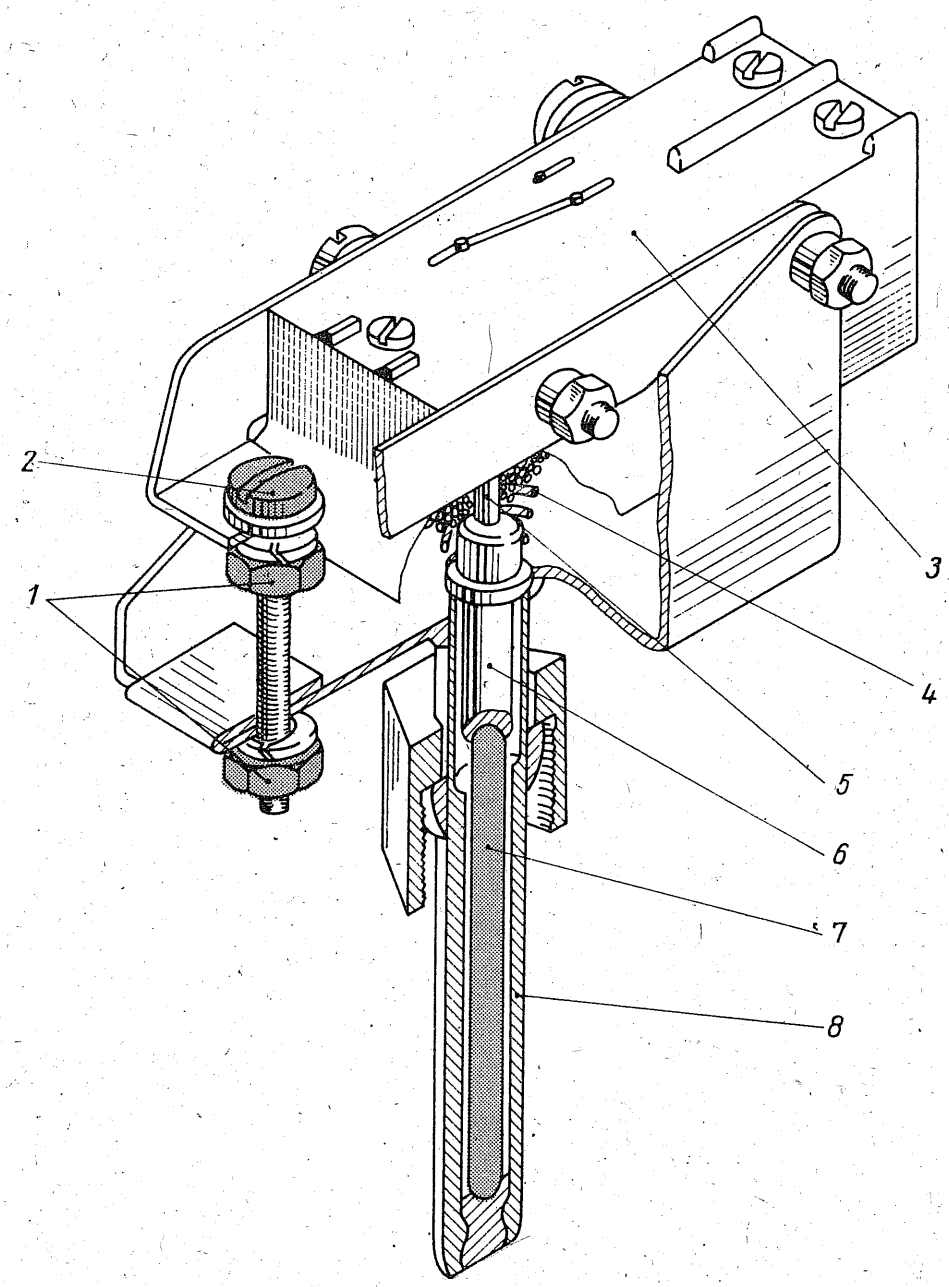

Bild 33
Das für die Funktion der Heizanlage des Saporoshez hauptsächlich verantwortliche Aggregat ist der Temperaturumschalter (Bild 33). Von ihm wird die Anlage je nach vorhandener Temperatur in der Brennkammer an- oder abgeschaltet. Ist hieran etwas nicht in Ordnung, kommt es naturgemäß zu Störungen. Und warum? Der Abschaltvorgang wird durch den Quarzstift (7) eingeleitet. Bei funktionssicherer Anlage dehnt sich dessen Hülse auf Grund der Hitzeentwicklung in der Brennkammer aus und schaltet die Heizung ein. Der Glüh- oder Anheizvorgang ist in diesem Moment beendet. Weist die Anlage jedoch Fehler auf oder ist die Temperatur in der Brennkammer zu niedrig, so wird die Heizung wieder abgeschaltet. Der Glüh- und Anheizvorgang beginnt von neuem. Diese Erscheinung des An- und Abschaltens tritt gewöhnlich bei längeren Autobahnfahrten im 100-km/h-Tempo auf, wo, bedingt durch den relativ hohen Luftdurchsatz in der Heizanlage, die Temperatur in der Brennkammer so stark absinken kann, daß sich die Heizanlage eben wieder abschaltet.